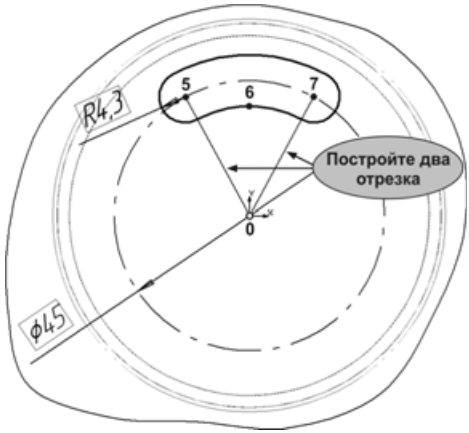

Рис. 5.186
- Стилем линии **Тонкая** постройте два отрезка 0-5 и 0-7, соединяющие центры малых дуг с точкой начала координат (рис. 5.186).